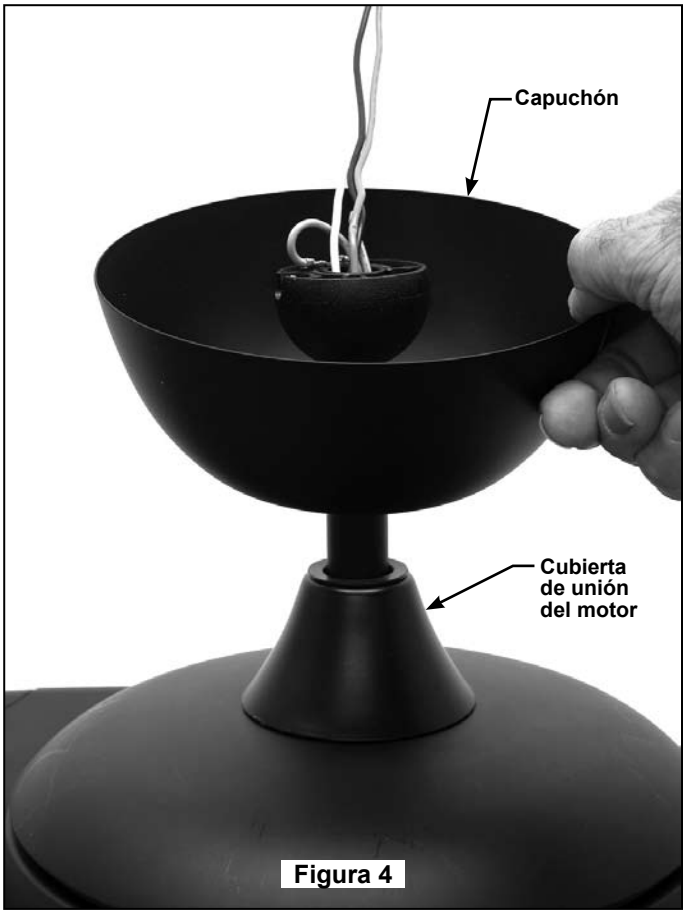

Figura 4
9. Pase la unidad del barral/de la semiesfera a través de la parte superior del capuchón y empuje la cubierta de unión del motor acampanada sobre el barral como se muestra. (Figura 4)